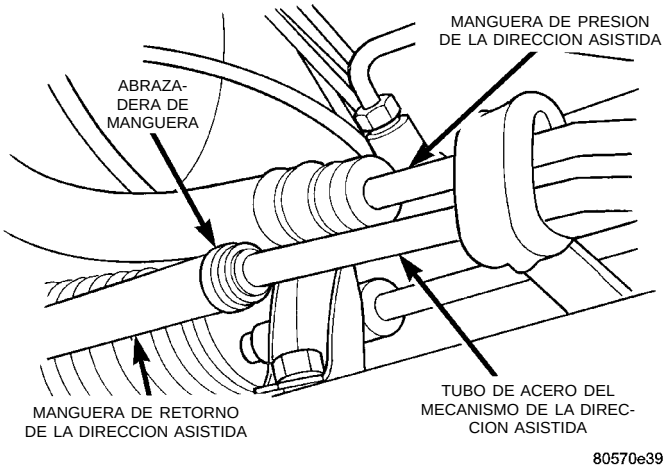
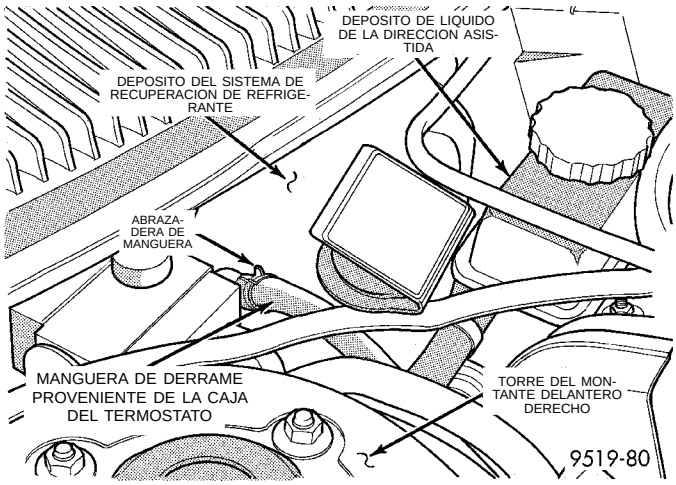

Fig. 30 Manguera de retorno de la dirección asistida en el mecanismo de dirección
Fig. 31 Conexión de la manguera de derrame en el depósito de CRS
(1) Eleve el vehículo sobre gatos fijos o en un elevador de contacto de bastidor. Para informarse sobre el procedimiento apropiado de elevación que debe usarse en este vehículo, consulte los métodos de elevación en la sección de Lubricación y mantenimiento de este manual de servicio.
(2) Retire la abrazadera de manguera que sujeta la manguera de retorno al tubo de acero en el mecanismo de la dirección asistida (Fig. 30). Deje que el líquido de la dirección asistida drene de la manguera de retorno y del depósito de líquido de la dirección asistida, hasta que esté vacío el depósito.
(3) Baje el vehículo.
(4) Retire la manguera de derrame de refrigerante del depósito del sistema de recuperación de refrigerante (CRS) (Fig. 31).
(4) Instale la manguera de derrame de refrigerante del depósito del sistema de recuperación de refrigerante (CRS) (Fig. 31)
(5) Eleve el vehículo.
(6) Instale la manguera de retorno de la dirección asistida en el tubo de acero en el mecanismo de la dirección asistida (Fig. 30). **Asegúrese de que la abrazadera de manguera se instale más allá del reborde remachado del tubo de acero en el mecanismo de la dirección asistida.**
(7) Llene el depósito de líquido de la bomba de la dirección asistida hasta su nivel correcto.
(8) Ponga en marcha el motor y deje que funcione unos segundos. Luego detenga el motor.
(9) Añada líquido de dirección asistida si es necesario. Repita el procedimiento anterior hasta que el nivel de líquido permanezca constante después de hacer funcionar el motor.
(10) Levante las ruedas delanteras hasta que no toquen el suelo.
(11) Ponga en marcha el motor. Haga girar lentamente el volante de dirección a la derecha y a la izquierda, tocando apenas los topes del volante. Después apague el motor.
(12) Añada líquido de dirección asistida si es necesario.
(13) Baje el vehículo. Ponga nuevamente el motor en marcha y gire el volante de dirección lentamente de tope a tope.
(14) Detenga el motor. Verifique el nivel del líquido y vuelva a llenar según sea necesario.
(15) Si el líquido está muy espumoso, deje el vehículo detenido por unos minutos y repita el procedimiento anterior.